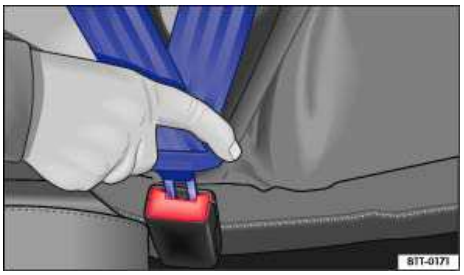

Fig. 51 Inserting the buckle tongue into the belt buckle.
- Insert the tongue into the correct buckle for your seat until you hear it latch securely ⇒ fig. 51.